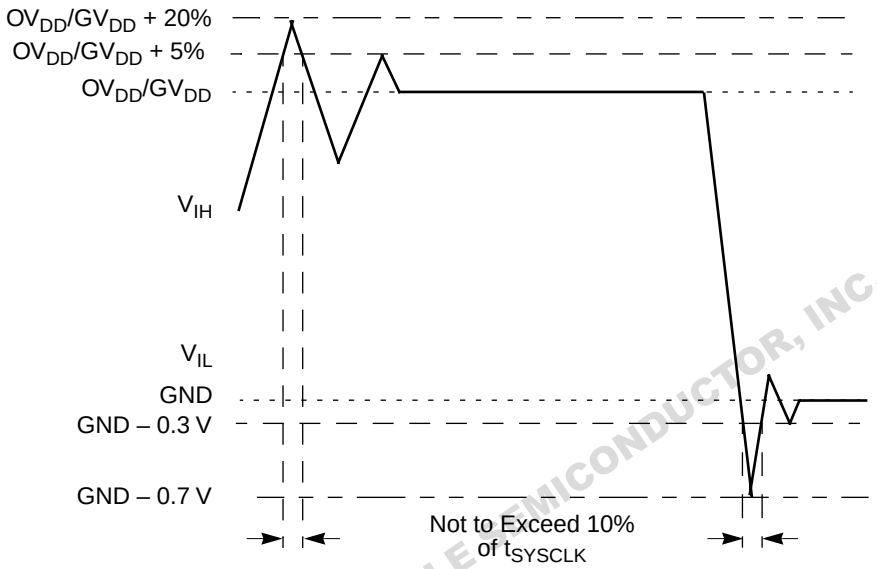

Figure 2. Overshoot/Undershoot Voltage
5. V_{in} may overshoot/undershoot to a voltage and for a maximum duration as shown in Figure 2.
Figure 2 shows the undershoot and overshoot voltage on the MPC7450.